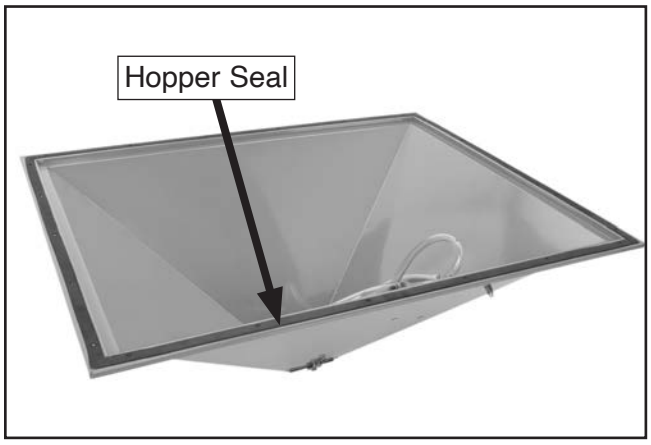

Figure 8. Hopper seal location.
3. Invert hopper to expose hopper seal, as shown in **Figure 8**.